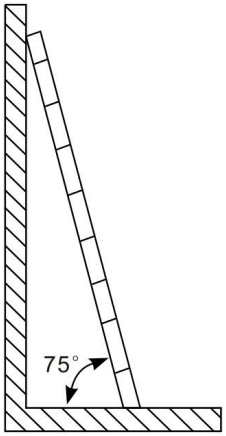

FIGURE 1-3 Straight ladder at 75°
- A straight ladder stands at 75° (Figure 1-3). Protect its feet against slipping. Do not stand above the fourth rung from the top. To reach a platform, the ladder extends at least 3.3 ft (1 m) above it.